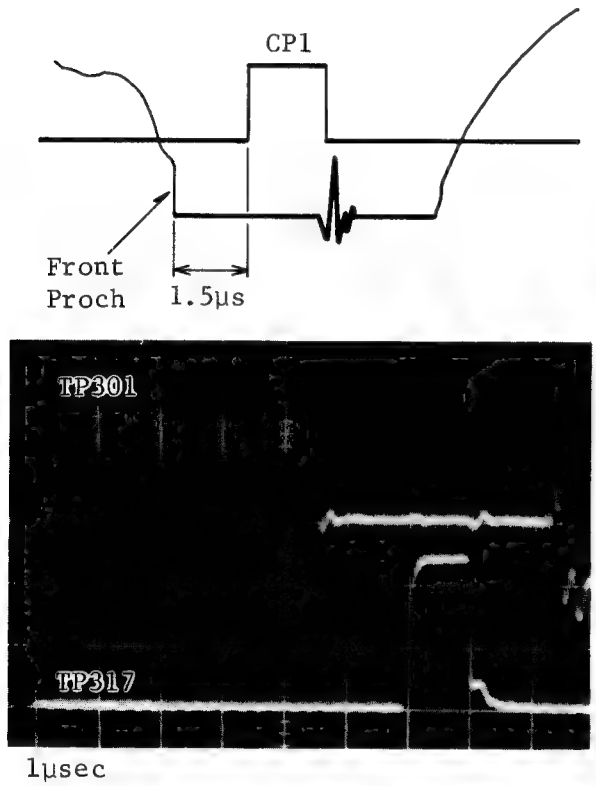

Fig. 22 Waveform for H. Cent.
5. Adjust the horizontal centering control, VR621, so that the time between the trailing edge of the video signal, in other words, the front porch of the optical black, and the leading edge of the clamp pulse 1 signal (TP317) is 1.5 μsec. as shown in Fig. 22.